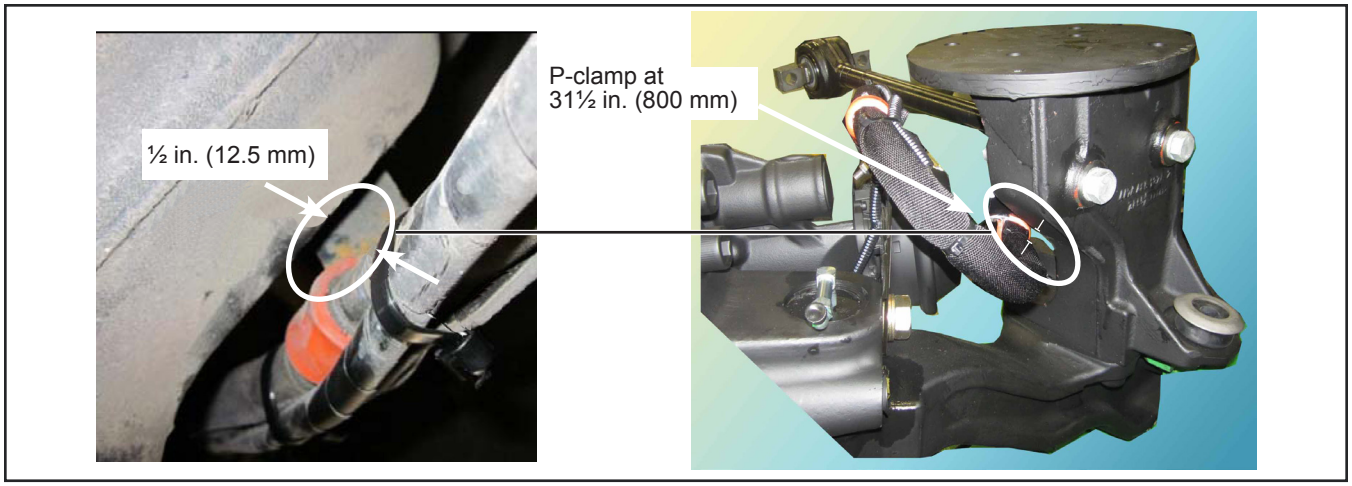

Figure 10 - Space Between the Brake Hose and the Axle
2.12. Adjust the positioning of the P-clamp at the 31½ in. (800 mm) position, to obtain a minimal distance of ½ in. (12.5 mm) between the hose and the axle. See Figure 10.